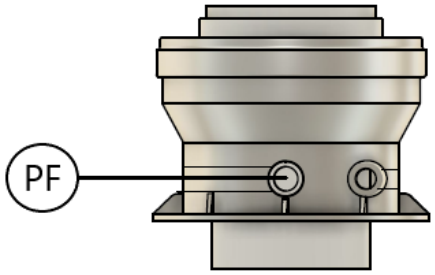

Рисунок 6.2
*Вставьте зонд анализатора дымовых газов **(Рисунок 6.2)** в соответствующий штуцер анализа дымовых газов «PF», после чего проверьте, соответствует ли значение CO_2 тому, что приведено в главе «Технические характеристики», в противном случае открутите защитный винт «A» и отрегулируйте при помощи ключа шестигранника на 4 винт «2» регулятора смещения **(Рисунок 6.4)** . Для того чтобы увеличить значение CO_2, необходимо вращать винт по часовой стрелке, а чтобы его уменьшить – против часовой стрелки. После завершения регулировки закрутите защитный винт «A» на регуляторе смещения.*